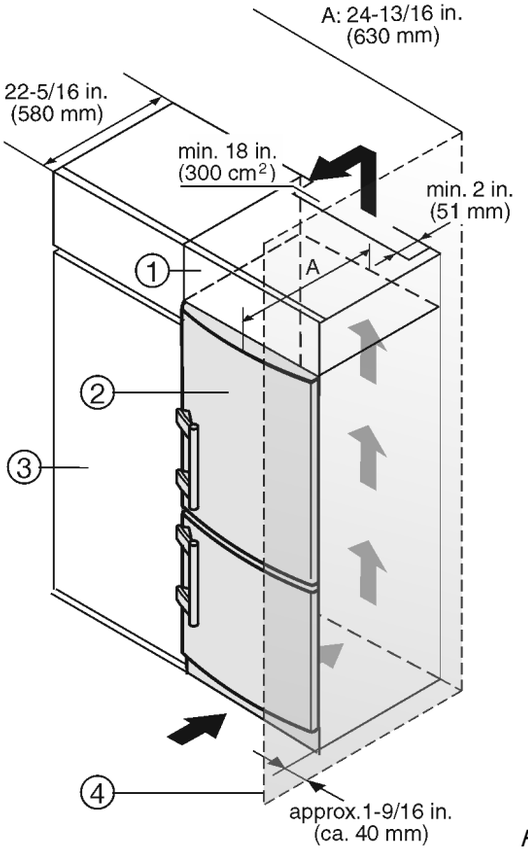

*Fig. 33*
L'appareil peut être entouré de meubles de cuisine. Pour adapter l'appareil *Fig. 33 (2)* à la hauteur des placards de la cuisine intégrée, on peut placer un élément haut *Fig. 33 (1)* au-dessus de l'appareil.
Lors de la transformation avec des placards de cuisine (profondeur max. 22-5/16 " (580 mm)), l'appareil peut être placé directement à côté du placard de cuisine *Fig. 33 (3)*. L'appareil dépasse latéralement de (34 mm) et de (50 mm) au centre de l'appareil par rapport à la face avant du placard de cuisine. Ainsi, il s'ouvre et se ferme parfaitement.
Si l'appareil est installé avec les charnières à côté d'un mur *Fig. 33 (4)*, la distance entre l'appareil et le mur doit être de 1-9/16 " (40 mm) min. Ceci correspond à la saillie de la poignée lorsque la porte est ouverte.